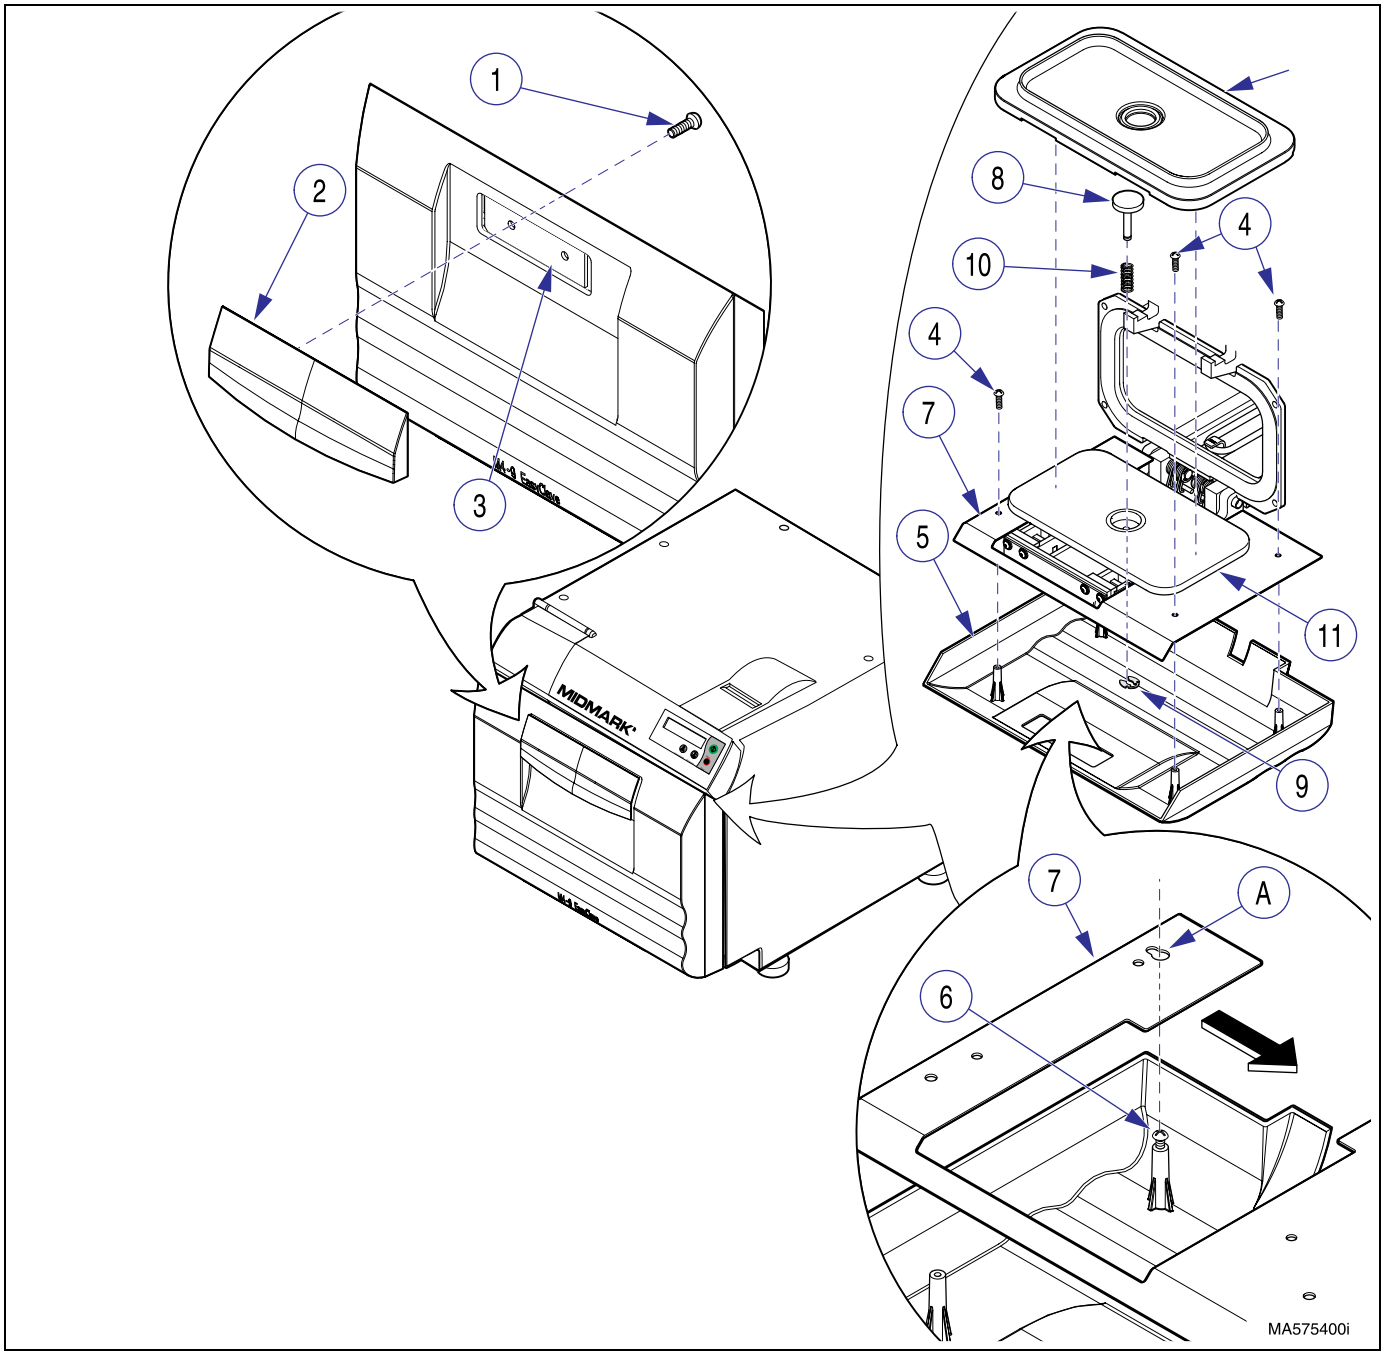

Figure 4-10. Door Interlock
(1) Open door and remove door gasket (Refer to Para 4.10).
(2) Remove two screws (1, Figure 4-10) and door handle (2) from handle bracket (3).
(1) Clean and lubricate door interlock plunger (8, Figure 4-10).
(2) Install compression spring (10) on door interlock plunger (8) and then install assembled door interlock plunger in door plate (11).
(3) While pushing in on door interlock plunger (8), install e-clip (9).
(4) Position door cover (5) on inside door cover (7). Slide to left until screw (6) is locked in slotted hole (A).
(5) Secure door cover (5) to inside door cover (7) with three screws (4).